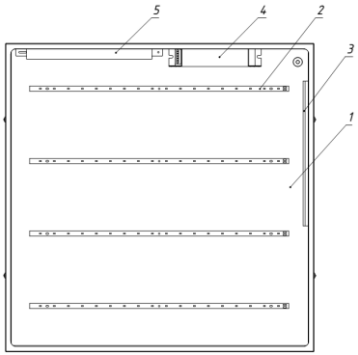

Рисунок 1 — Конструкция автономного аварийного светильника Geniled на примере Офис 595x595.
3.4. Светильник Geniled Офис состоит из основных частей (см. рисунок 1):